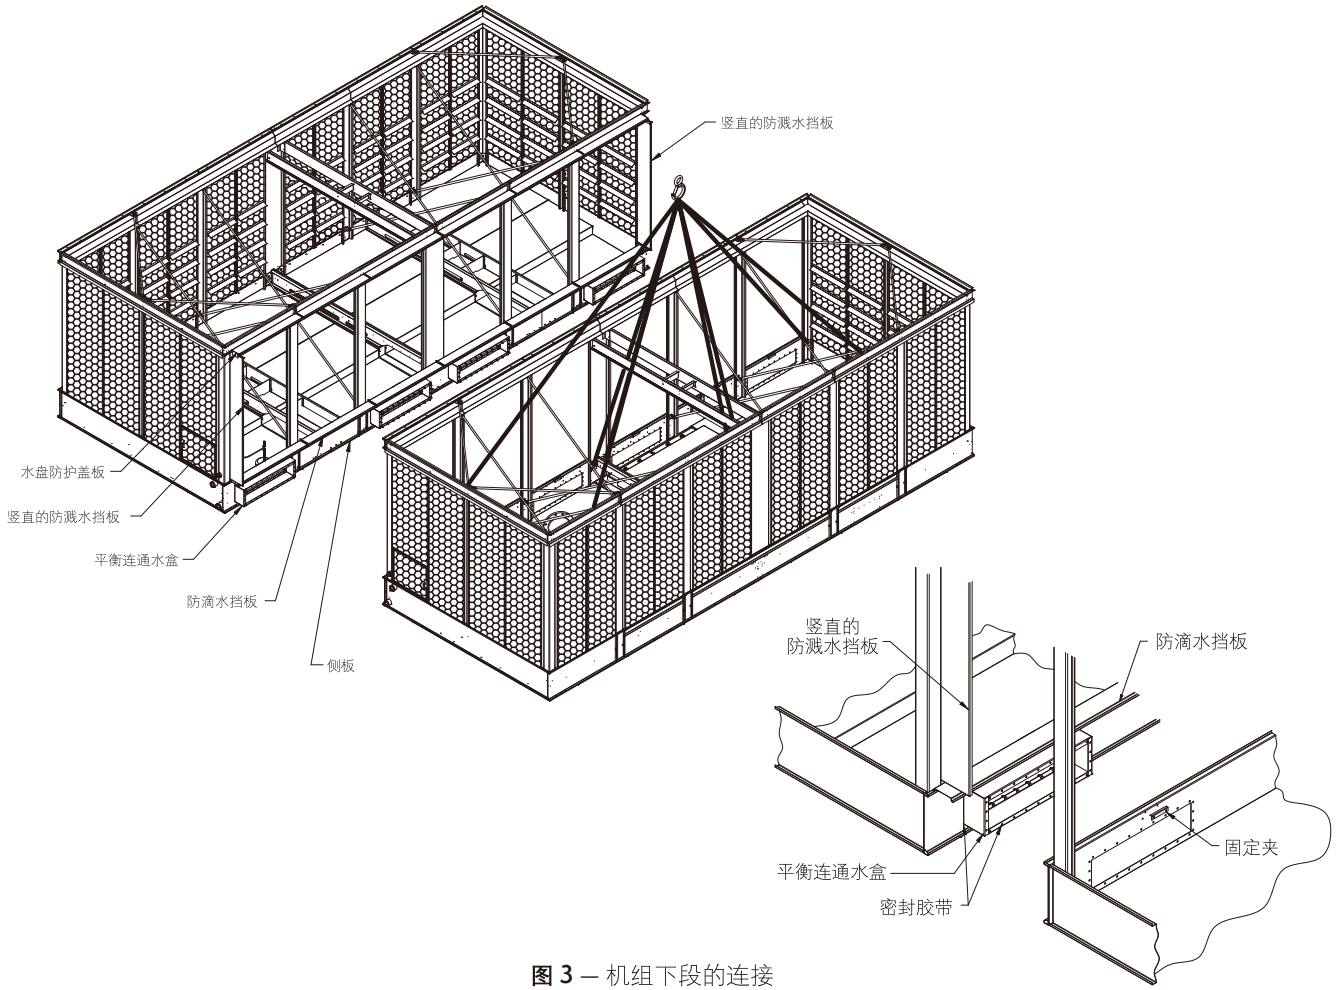

图 3 — 机组下段的连接
6. 将第二个机组下段吊起，靠近已放置在钢结构支撑上的平衡连通水盒，如**图3**所示。
3. 在竖直的防溅水挡板底部铺贴密封胶带。把竖直的防溅水挡板放在立柱的折弯处。对于镀锌钢机组，采用5/16″ (8mm)的自攻螺钉固定竖直挡板。对于不锈钢机组，采用5/16″ (8mm)的不锈钢螺栓及螺母来固定竖直挡板（如**图3**所示）。
4. 一旦竖直的防溅水挡板的底部接触到防滴水挡板，将水盘防护盖板放置在机组水盘段的上折边处，如**图3**所示。用5/16″ (8mm)的自攻螺钉（适用于镀锌钢机组）或者不锈钢螺栓及螺母（适用于不锈钢机组）将水盘防护盖板连接到竖直的防溅水挡板上。